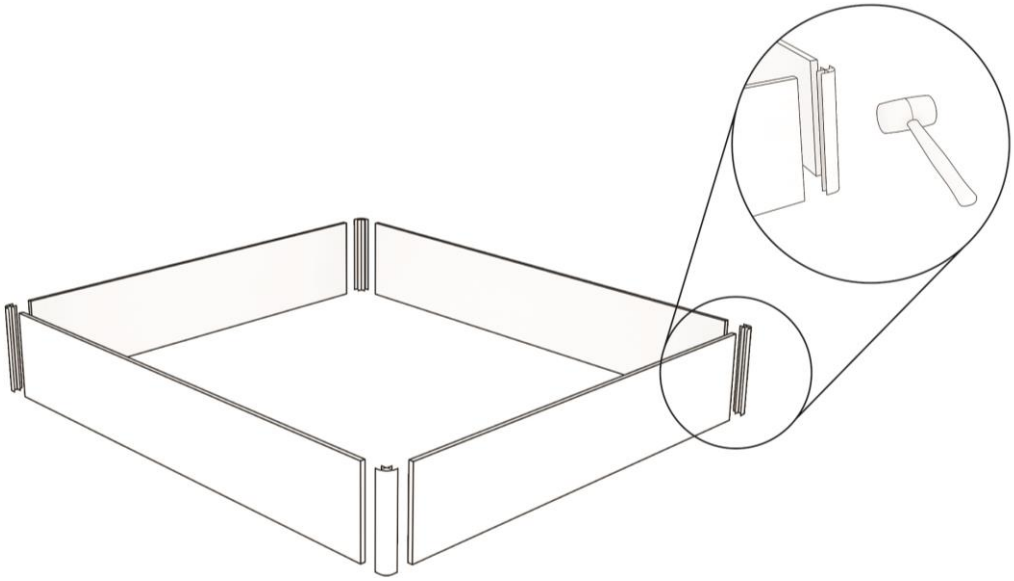

Abbildung 1: Festhämmern der Seiten-, Kopf- und Fußleisten an den Eckstücken
Schritt 1. Nehmen Sie die Leisten der Längsseiten (längere Leisten) sowie des Kopf- und Fußendes des Bettes (kürzere Leisten) und positionieren Sie diese wie in Abbildung 1 dargestellt. Achten Sie darauf, dass die Leisten in einem Winkel von 90º Grad rechtwinklig zueinander stehen und schlagen Sie mit einem Gummihammer auf die Eckstücke der Leisten..